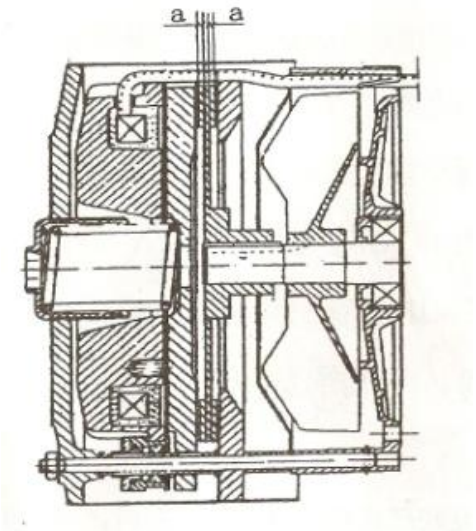

Figure 21 Brake disc wear limit
9.9 Motor rotating brake disc wear limit (Figure 21)